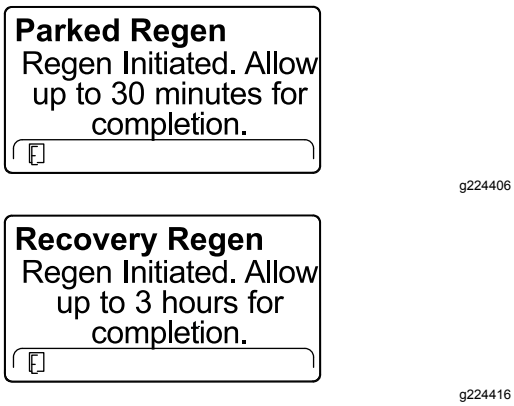

Figuur 60
6. Het InfoCenter toont hoe lang de regeneratie zal duren (Figuur 60).